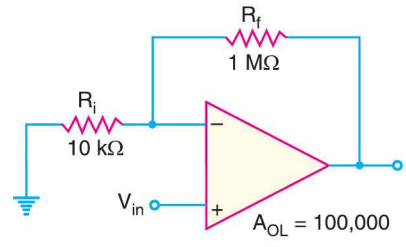

Fig. 25.103
10. Determine the closed-loop voltage gain for the circuit shown in Fig. 25.103. **[101]**